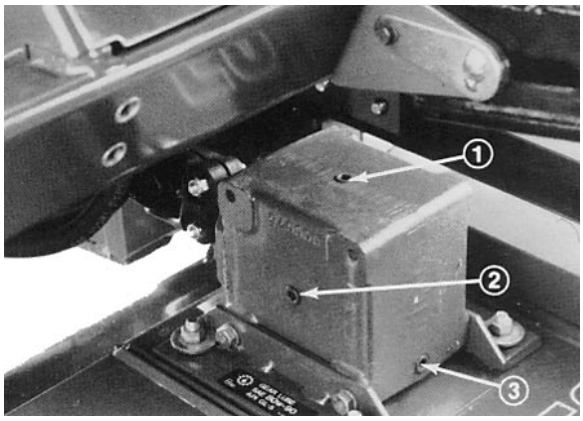

Fig. 4
2. Fjern kontrolproppen fra siden af gearkassen og sørg for, at olien står op til bunden af hullet (fig. 4). Hvis oliestanden er lav, skal påfyldningsproppen ovenpå gearkassen fjernes og der skal hældes nok olie på, til olien står op til bunden af hullet i siden.